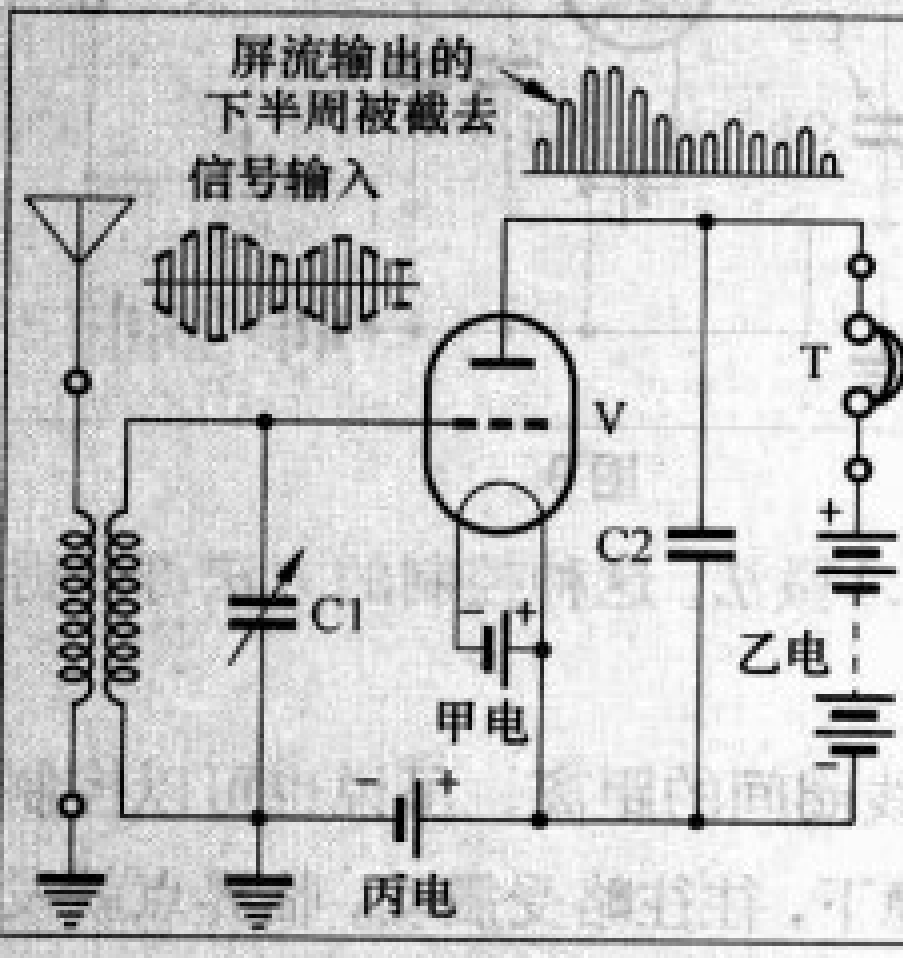

图3
(1)屏极检波 屏极检波的特点是在栅极回路里串联一个丙电池（图3），使栅极带着一个一定大小的负电压（以将要切断屏流为度）。当调谐回路的信号电压加到栅极的时候，信号电压和线路里加接的负电压发生作用，它们正负相消，栅偏压变小，屏回路里出现了和输入信号的波形相应，但变动的幅度要大得多的屏流；负半周时它们又彼此相加，栅极变得更负，屏流全被切断。电子管把外来信号的负半周削掉，只让正半周通过，并使屏回路里产生比外来信号大得多的一连串的脉动直流电，完成了检波和放大的双重作用。屏回路里的固定电容器C2是使检波后残余的高频电流旁路，不让它夹杂在听筒的音频电流之内。